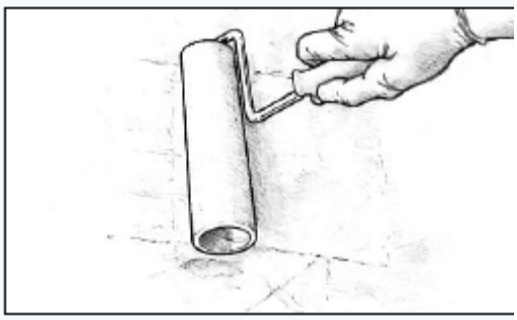

Рис. 30. Обработайте валиком небольшой участок. Эпоксидная смола должна наноситься равномерно.
4. Раскатывайте смолу легко, по участкам прибл. 600 x 600 мм, распределяя смолу равномерно по поверхности *(Рисунок 30)*.